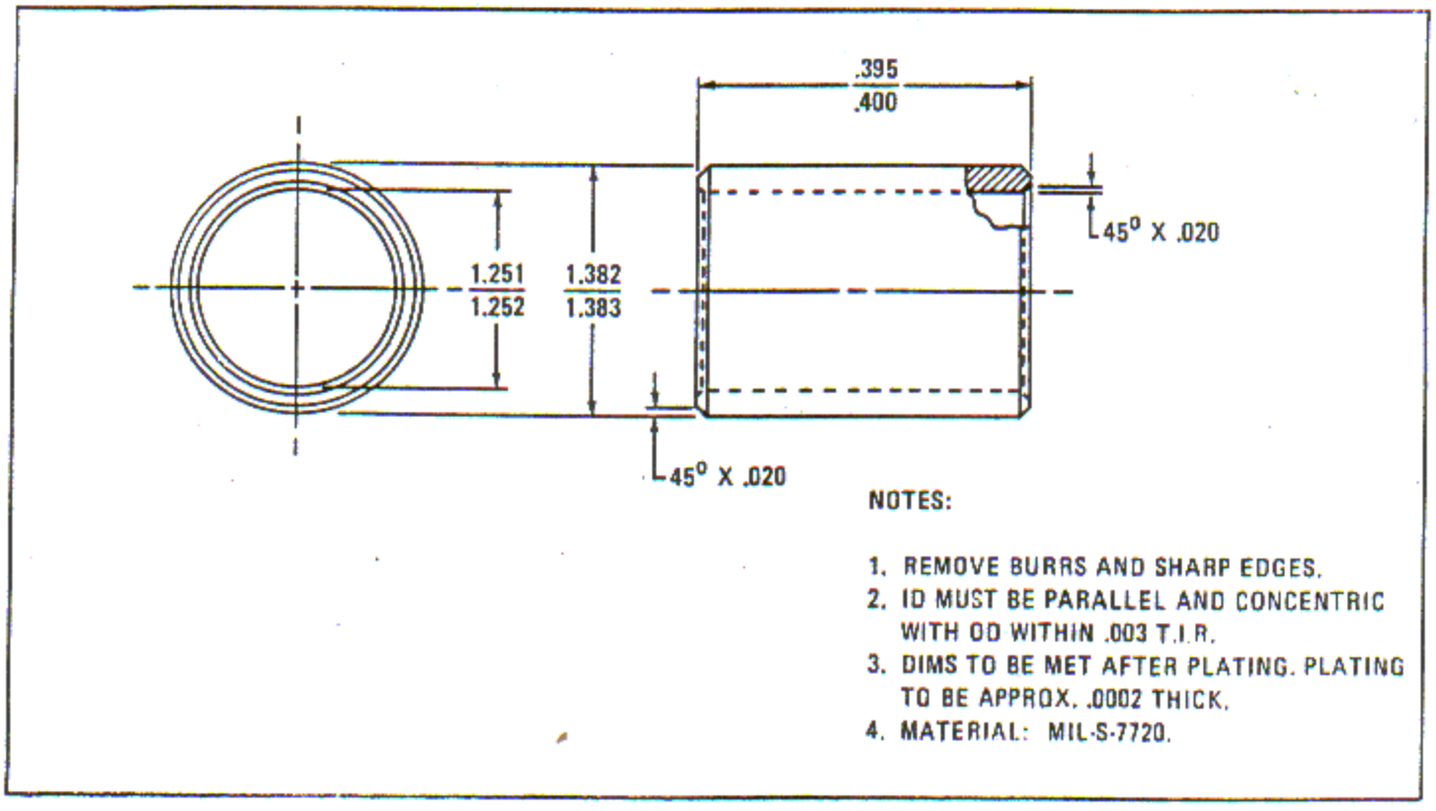

Figure 6-223A. Oil Strainer Pilot Hole Bushing
c. Insert a locally manufactured bushing, figure 6-223A, into the hole, assuring that it is bottomed. The bushing may be chilled to facilitate installation.